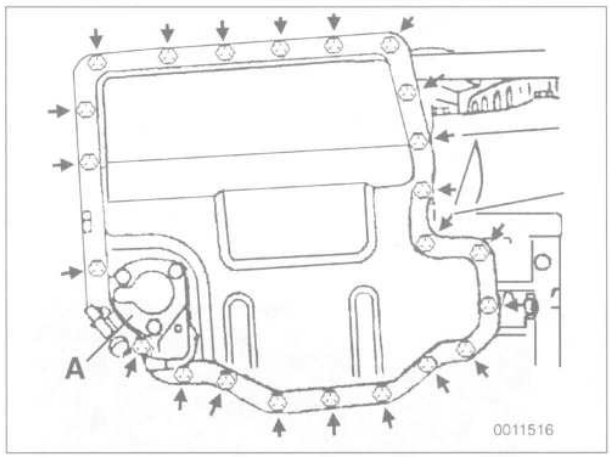

Fig. 8. Oil pan lower section mounting bolts (**arrows**) on M60 engine. Oil level sensor shown at **A**.
7. Remove oil pan lower section. See Fig. 8.